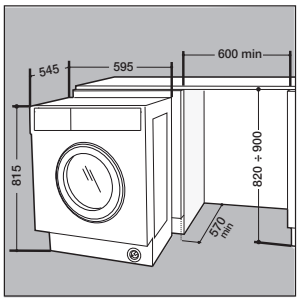

Рис. 6
– Вставьте машину в проем, совместив ее со шкафом *(рис. 6)*.